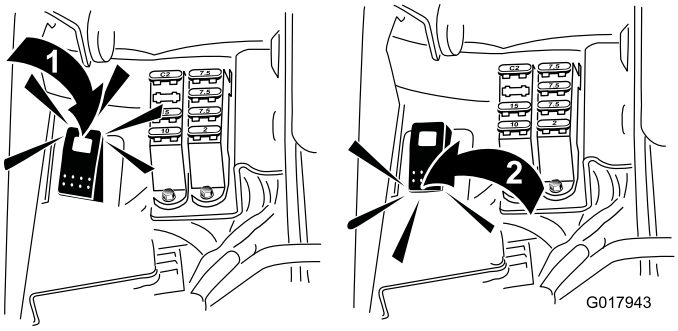

Figure 51
5. Amenez la commande de rodage à la position rotation arrière (R) (Figure 51).